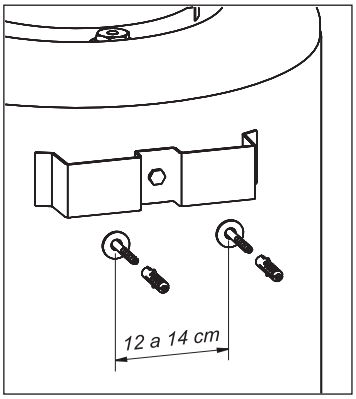

Fig. 2
- Teniendo en cuenta las dimensiones indicadas en el Cuadro de Especificaciones, marque en la pared la posición de anclaje (Fig. 2).